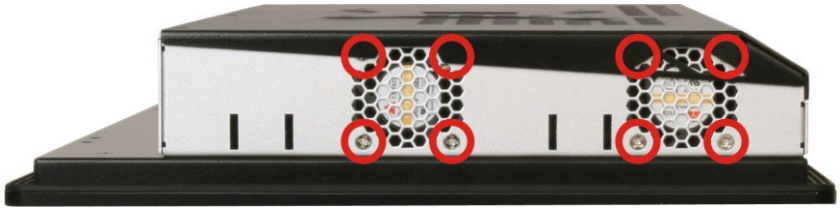

Figure 4-4: System Cooling Fan Retention Screws
Step 3: Remove the system cooling fan retention screws from the left panel (**Figure 4-4**).